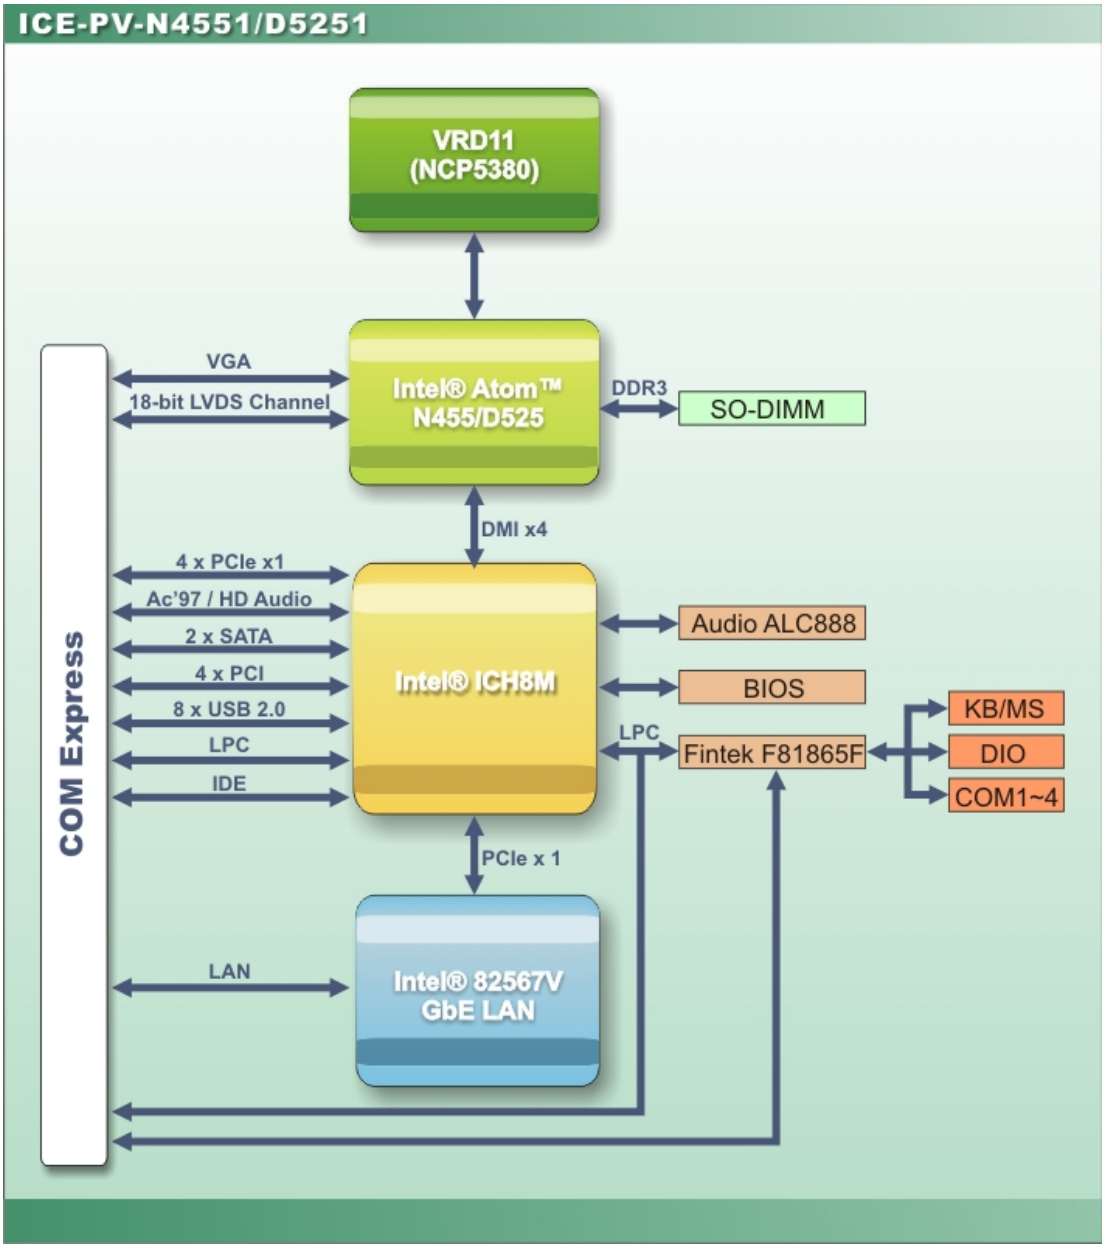

**Figure 1-4: Data Flow Block Diagram**
**Figure 1-4** shows the data flow between the two on-board chipsets and other components installed on the motherboard and described in the following sections of this chapter.